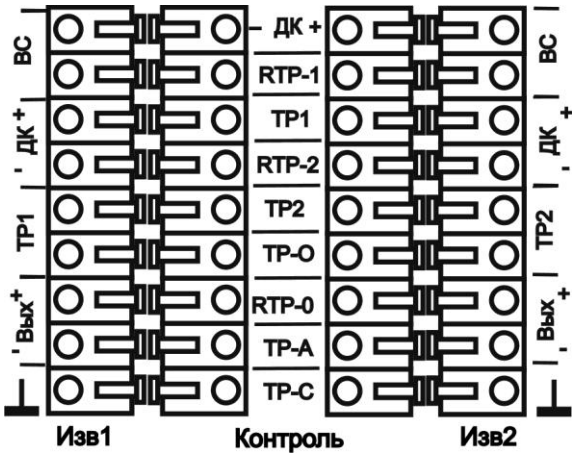

Рис. 6.14
6.4.3.18 Назначение зажимов групп «Изв. 1» и «Изв. 2» (см. рис. 6.14):
6.4.3.19 Назначение зажимов группы «Контроль» (см. рис. 6.14):